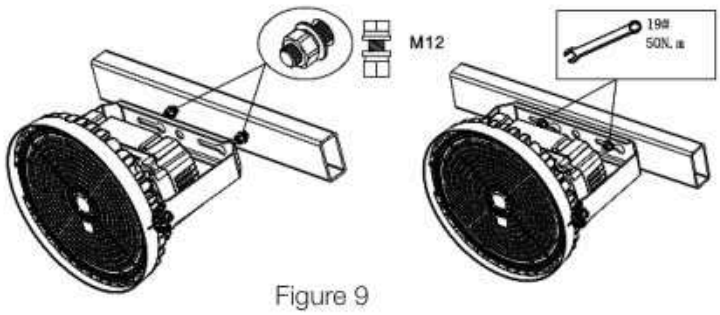

Figure 9
STEP 2: Fix screws into the holes, align the bracket hole with screw hole and push the fixture to one side and secure. (Figure 9)